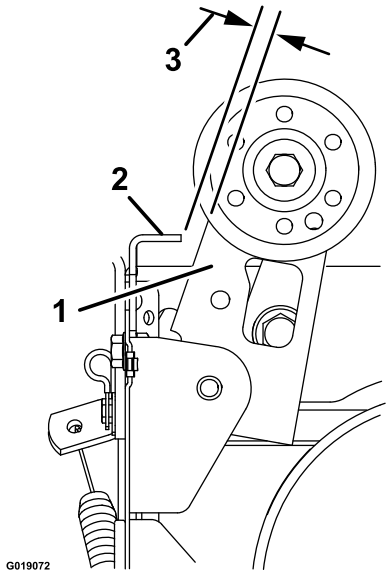

Figur 36
3. Justera spännmuttern tills avståndet mellan borstkopplingen och fliken är 3,2 mm (Figur 36).